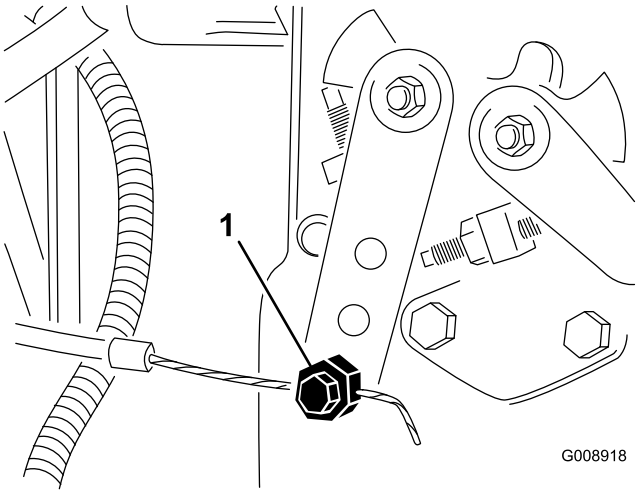

**Figur 57**
2. Lossa gasreglagekabelns kontaktdon på spaken vid insprutningspumpen (Figur 57).